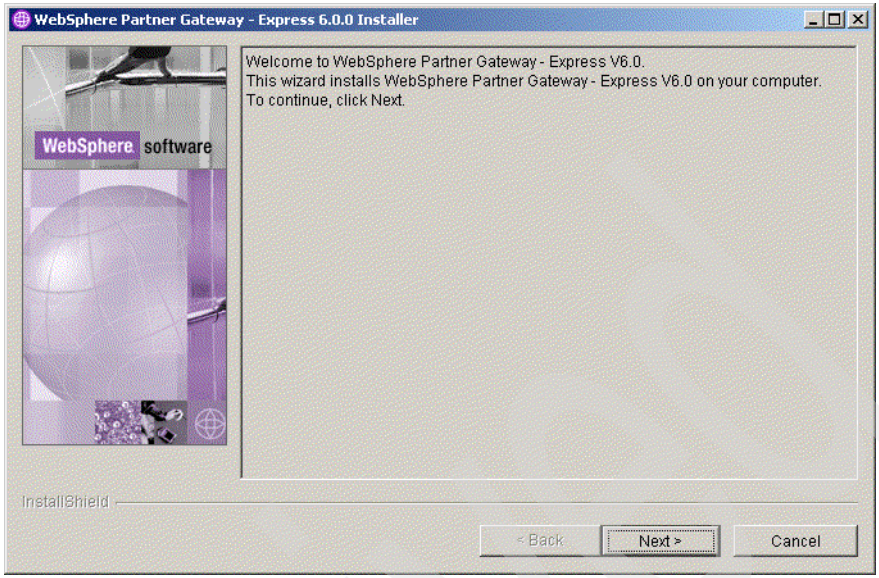

Figure 9-4 The installation wizard
3. Click **Install the product** to start the installation wizard, as shown in Figure 9-4 on page 266.